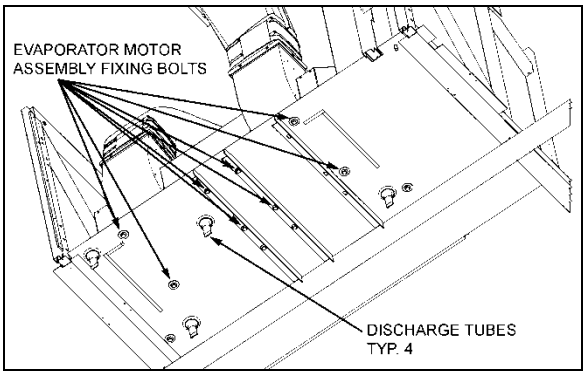

**FIGURE 36: EVAPORATOR MOTOR BOLTS** 22315
7. From under the vehicle, remove the eight bolts fixing the double blower fan unit base. Remove the complete unit from the evaporator compartment (Figure 36).